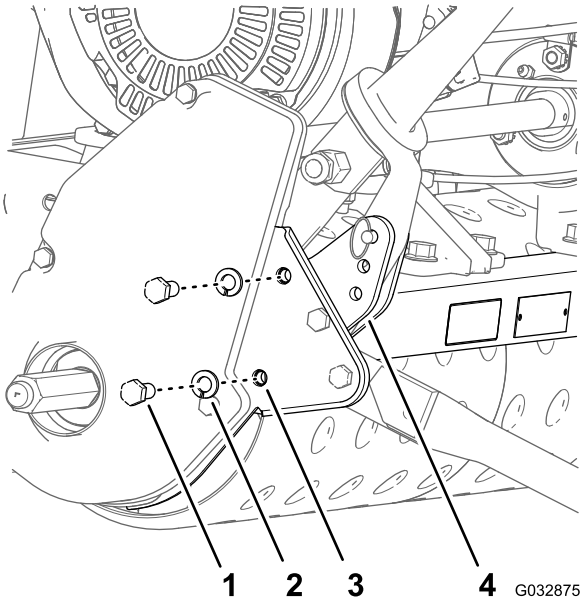

Figuur 6
8. Verwijder de 2 bouten (3/8" x 7/8") en 2 veerringen (3/8") waarmee de linker-zijplaat is bevestigd op het buitenoor van het achterframe van de machine (Figuur 6).